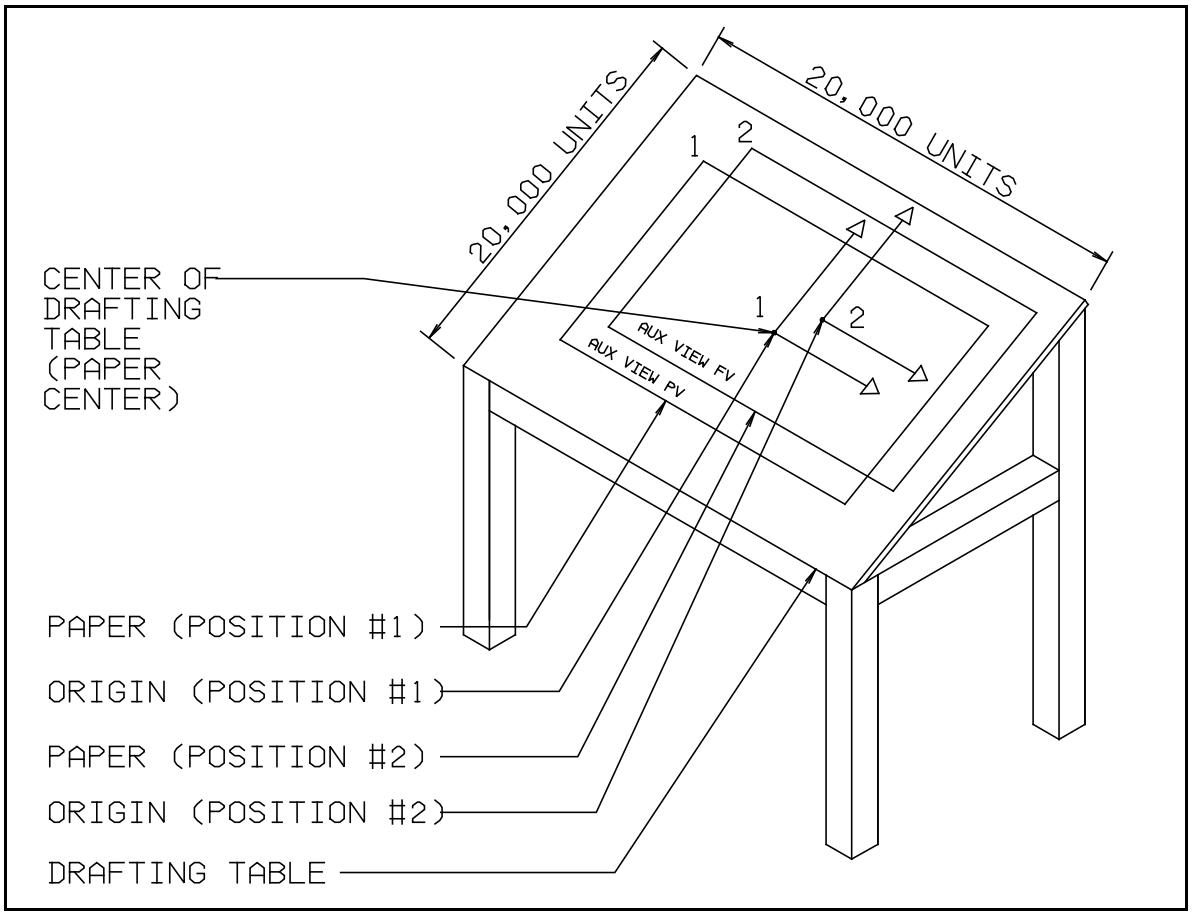

Figure 14 An example showing how an auxiliary view axis is positioned relative to paper center.
The relationship between auxiliary views and paper center is illustrated in Figure 14 on page 19. In this illustration a drafting board represents the electronic drawing area of 20,000 units x 20,000 units. The center of this drawing area (i.e. the middle of the drafting board) is called paper center (PC). Paper center never moves because the middle of the drafting board never moves.